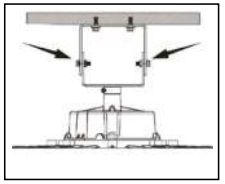
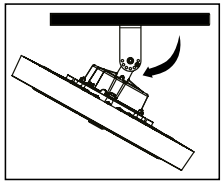

Рис. 4
Рис. 5
5.6.4 Извлеките боковые винты из кронштейна (рис. 4), произведите регулировку осветительного прибора на необходимый угол (рис. 5), установите винты и надежно затяните их.